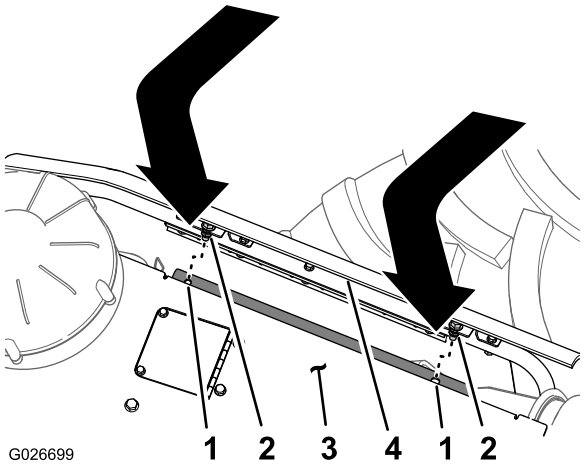

Рисунок 61
2. Совместите крепежный болт в верхней части боковой панели с отверстием в опорном фланце панели капота (Рисунок 61).